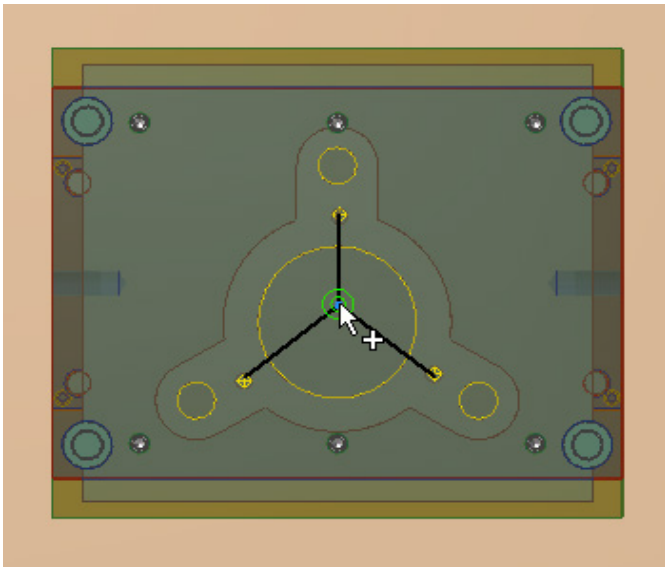

Figure 19-67 *The point to be selected*
4. Select the point in the modeling area where the three runners meet, refer to Figure 19-67; preview of the sprue bushing is displayed.